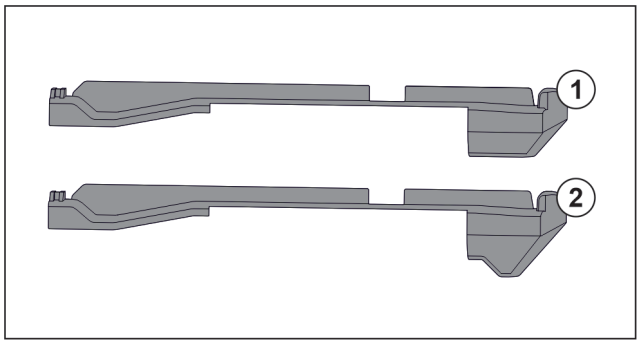

Fig. 150 Comparing attachments
There are two different attachments in the appliance. The attachment above the lowest drawer *Fig. 150 (2)* has a three-cornered edge. All other attachments *Fig. 150 (1)* have a straight edge.
- ▶ Fit attachment *Fig. 150 (2)* with the three-cornered edge above the lowest drawer.
- ▶ Fit attachment *Fig. 150 (1)* with straight edge in all other positions.